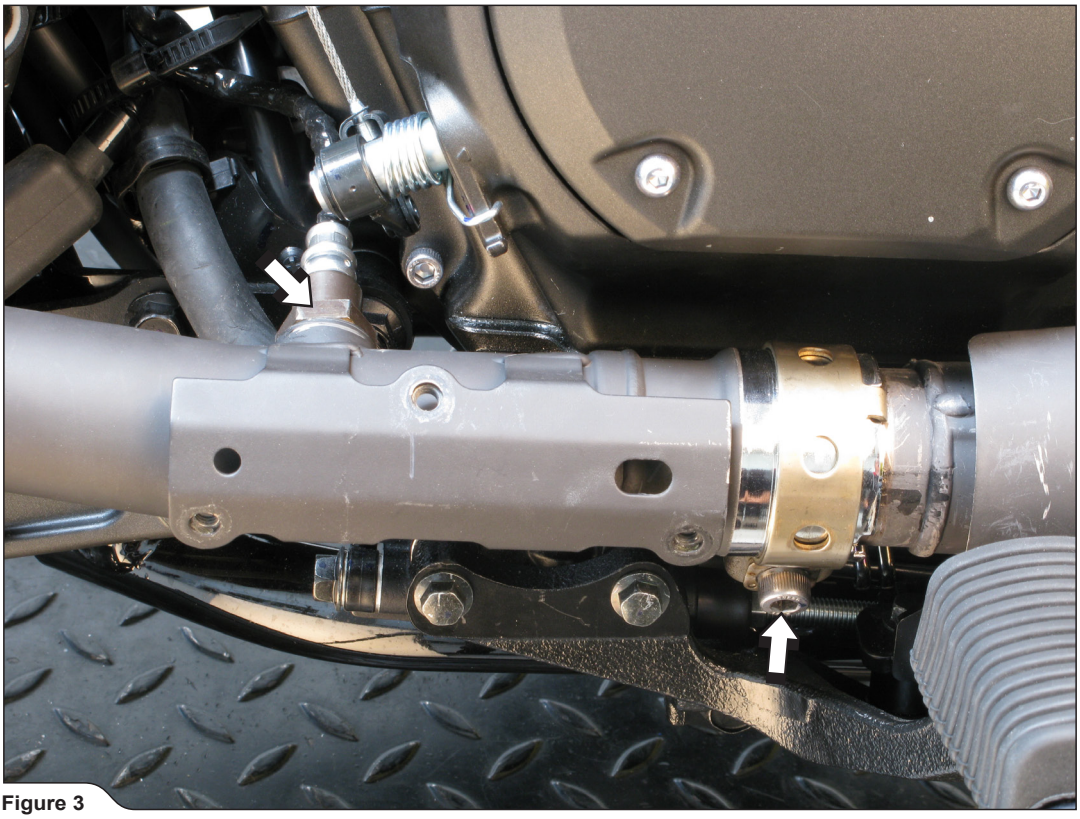

Figure 3
4. Unscrew the lambda sensor and loosen the muffler-header connection clamp **(Figure 3).**